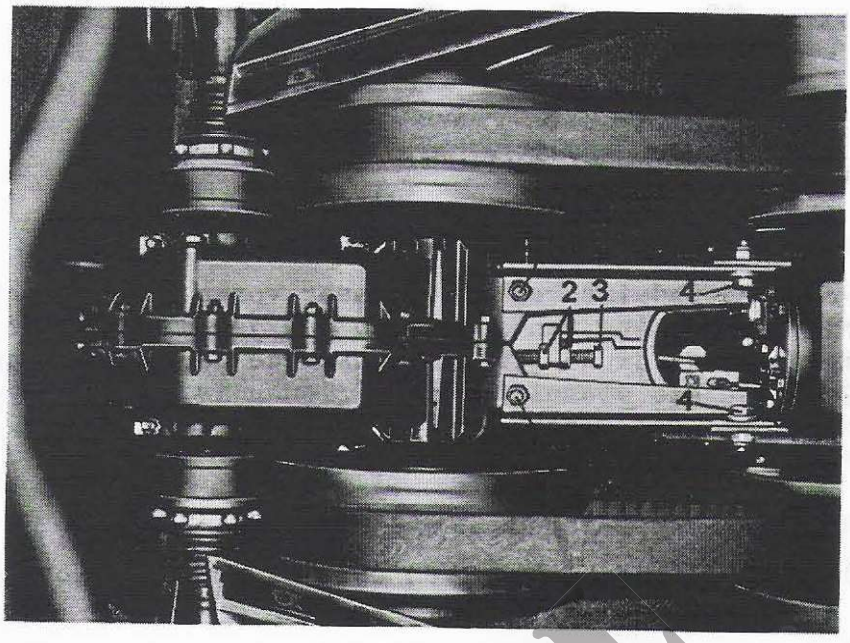

Afb. 2.10.2. Variomatic
c. Afstellen (afb. 2.10.2.)
(1) Verwijder de beschermplaat van de variomatic
(2) Los de vier moeren (1).
(3) Los de twee bouten (4) tussen de primaire en secundaire variomatic.
(4) Los de borgmoeren (2) op de stelbout (3).
(5) Door de stelbout in te draaien wordt de secundaire variomatic naar achteren gedrukt, waardoor de riemen dieper in de secundaire schijven komen te liggen en de schijfafstand van de secundaire variomatic groter wordt.